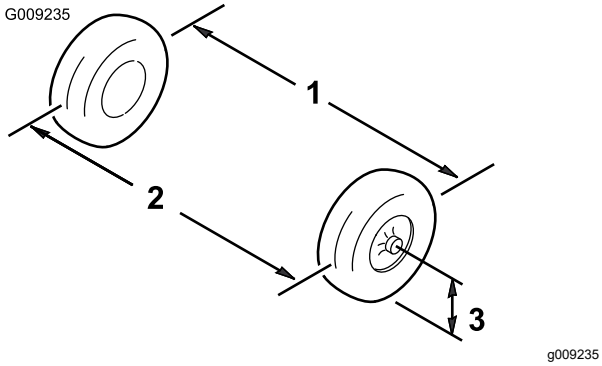

Figur 56
1. Mät avståndet mellan de båda framhjulen vid axelhöjd, både framtill och baktill på framhjulen (Figur 56).